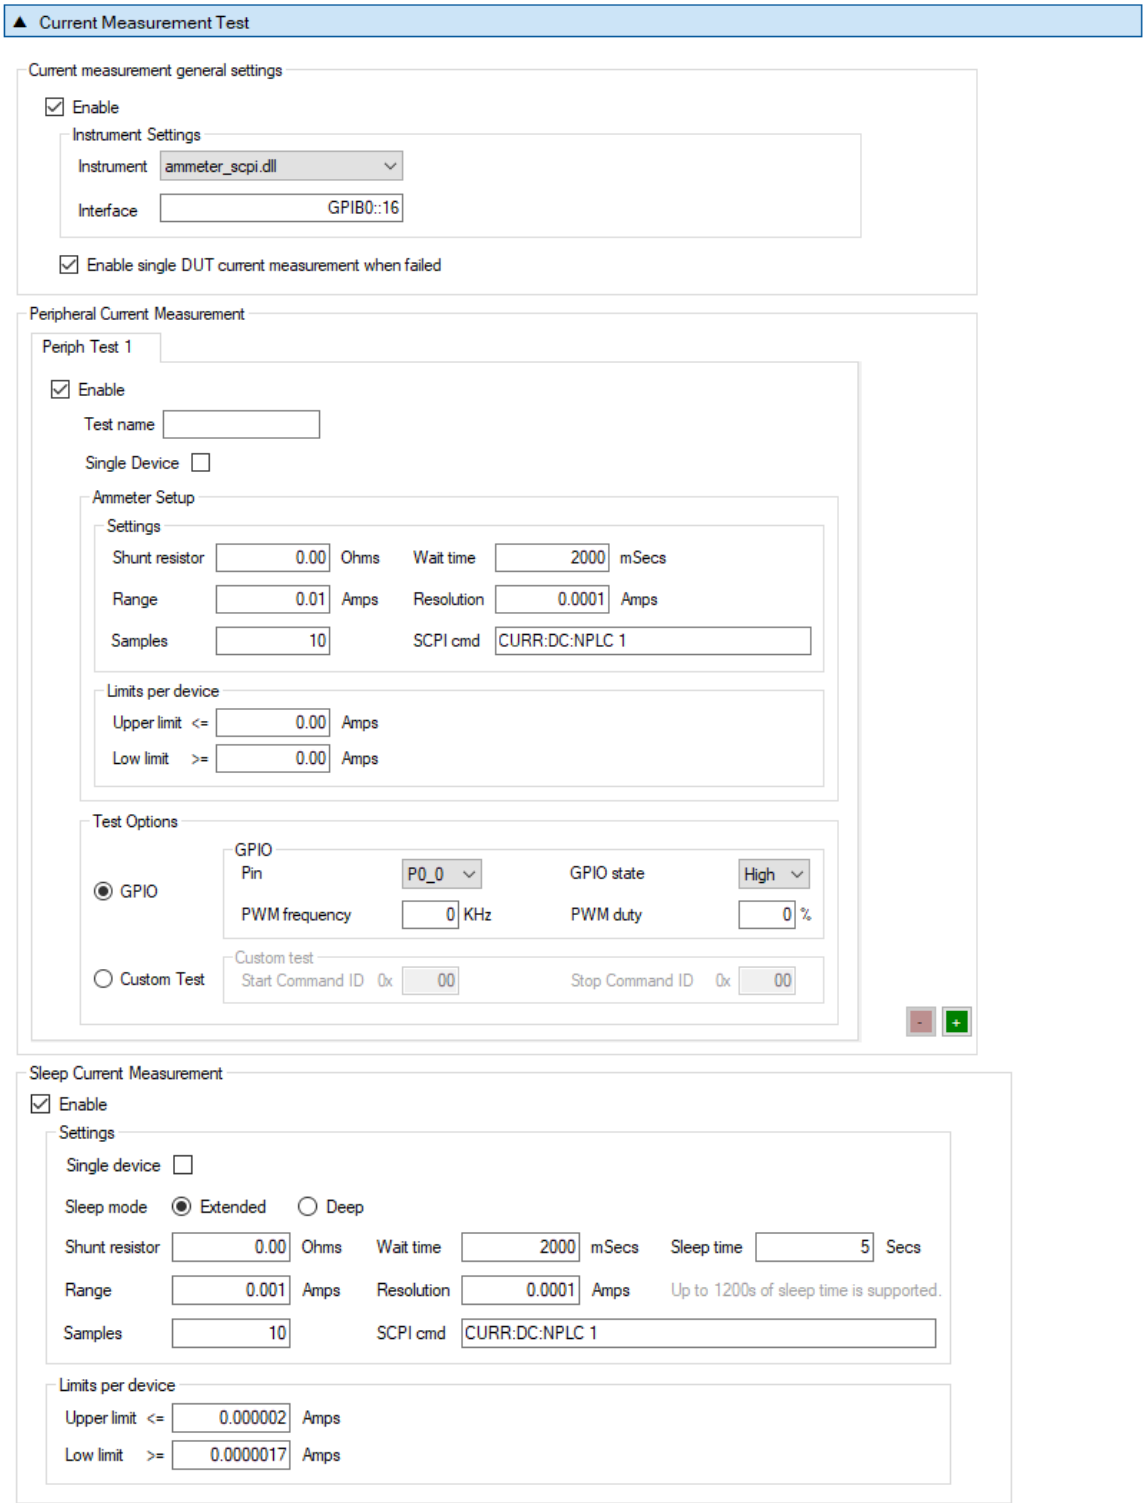

**Figure 67: Current Measurement Test - DA14531**
*Peripheral Current Measurement Tests* can have multiple instances with different settings. Tests can be added and removed using the two buttons (e.g. and in Figure 67) at the bottom right side of each panel.